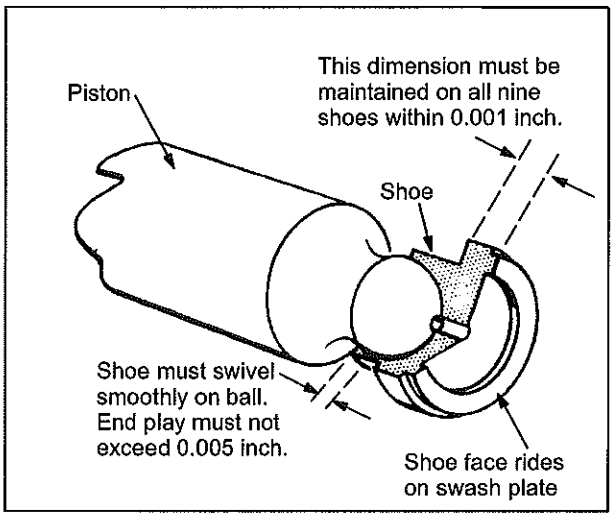

Figure 26: Piston S/A Tolerances
1. Inspect cylinder block face (8) for wear, scratches, and/or erosion. If cylinder block condition is questionable, replace the entire rotating group.
2. Check each cylinder block bore for excessive wear. Use the piston and shoe S/A (37) for this purpose. The pistons should be a very close fit and slide in and out of the cylinder block bores. *NO BINDING CAN BE TOLERATED.* If binding occurs, clean the cylinder block and pistons. Lubricate the cylinder block bores with clean fluid and try again. Even minor contamination of the fluid may cause a piston to freeze up in a cylinder bore.
3. Inspect each of the nine piston and shoe subassemblies (31) for a maximum end play of 0.005 inch between the piston and shoe. Also check the face dimension of each shoe. The face dimension must be within 0.001 inch. See Figure 26.
10. Lubricate cylinder block (29) with clean hydraulic fluid. Install the nine piston subassemblies (37) into shoe plate (36) as shown in Figure 26.
11. Feed nine pistons (37) into the cylinder block bores. Then install rotating parts 29 through 40.
12. Align rotating group with the yoke (40) subassembly. Add spacers (38) and limiter plates (35) and attach to yoke (40) with four screws (34). Seat yoke (40) on saddle bearings (42 and 43).
13. Install upper bearing plug (24) and lower bearing cover (27) and tighten three screws (26) to 7.5-9.5 Nm.
14. Install tail bearing (23) on shaft (39) next to shim (22).
15. If required, assemble o-ring (15) on bias rod (14) and o–ring (11) or control rod (10). Apply one drop of Loctite 270 cement to bias rod and control rod threads. Install the bias and control rods into valve block (8). Secure the stems with a hex key wrench.
16. Assemble adjusting screw (54) with o–ring (53) into valve block. Slide control piston (56) on control rod (55). Install lock nut (52).
17. Assemble spring (13) and piston (12) on bias rod (14). Install piston (9) on control rod (10).
18. Insert pins (19) into valve block (8).